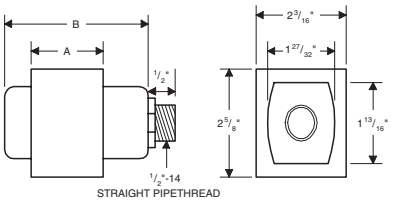

Fig. 11
-J (available where shown) includes J-Box cover and auto-reset thermal protection. Refer to Figure 11.